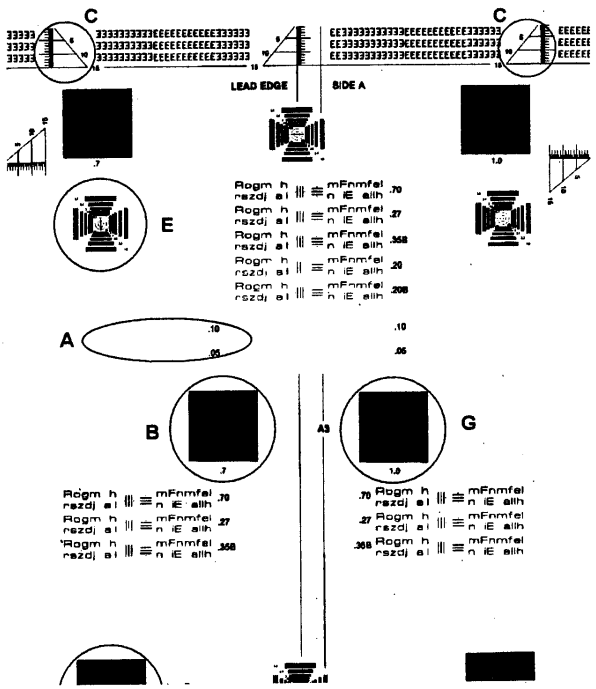

Рис. 1. Технические условия перекоса податчика SDF
2. Проверьте, соответствует ли копия техническим условиям на перекос податчика SDF (Рис. 1).